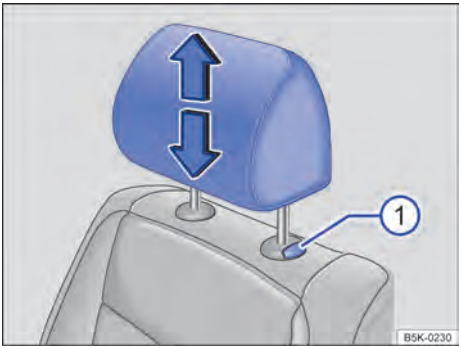
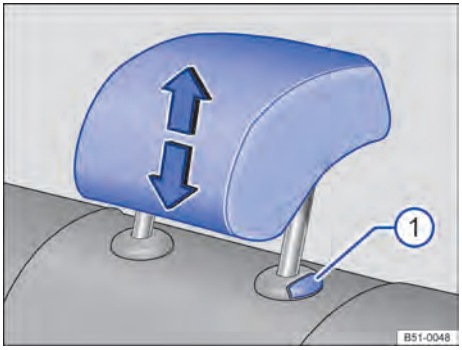

Fig. 44 Ajustar o apoio para cabeça dianteiro ou traseiro.
Fig. 45 Ajustar o apoio para cabeça traseiro.
- Empurrar o apoio para cabeça para cima no sentido da seta ou, com o botão ⇒ Fig. 44 ① ou ⇒ Fig. 45 ① pressionado, empurrar para baixo ⇒ ⚠.